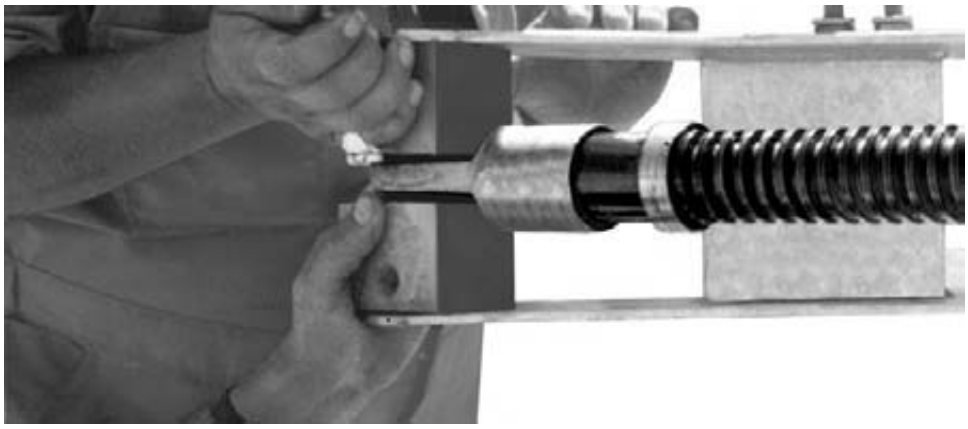

Figure 33
Step 6 — Place pivot blocks (P/N 205876) on both sides of the jackscrew ends, bolting with lubricated 1/2 inch hex bolt, flat washer and hex nut as shown in Figure 33